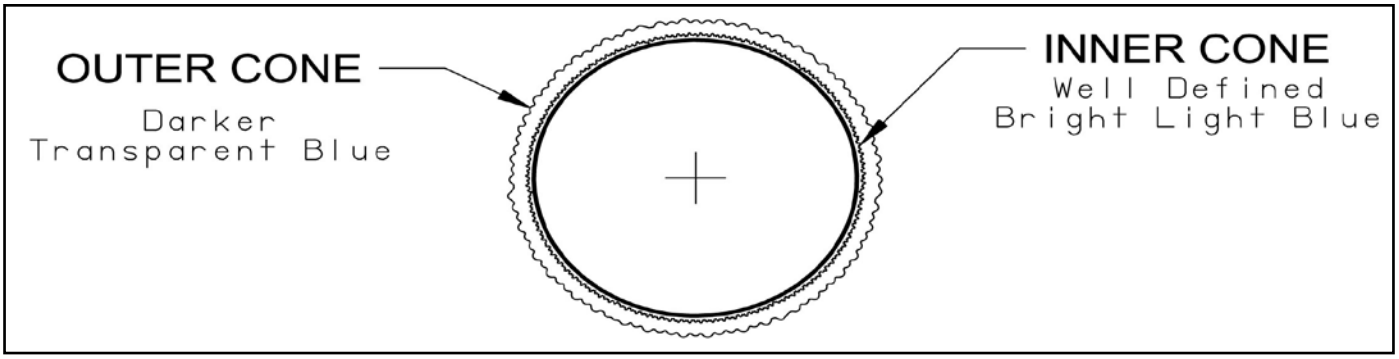

Figure 11.2: Burner Flame
14) Inspect the flame visible through the window. On high fire the flame should be stable and mostly blue (Figure 11.2). No yellow tipping should be present; however, intermittent flecks of yellow and orange in the flame are normal.